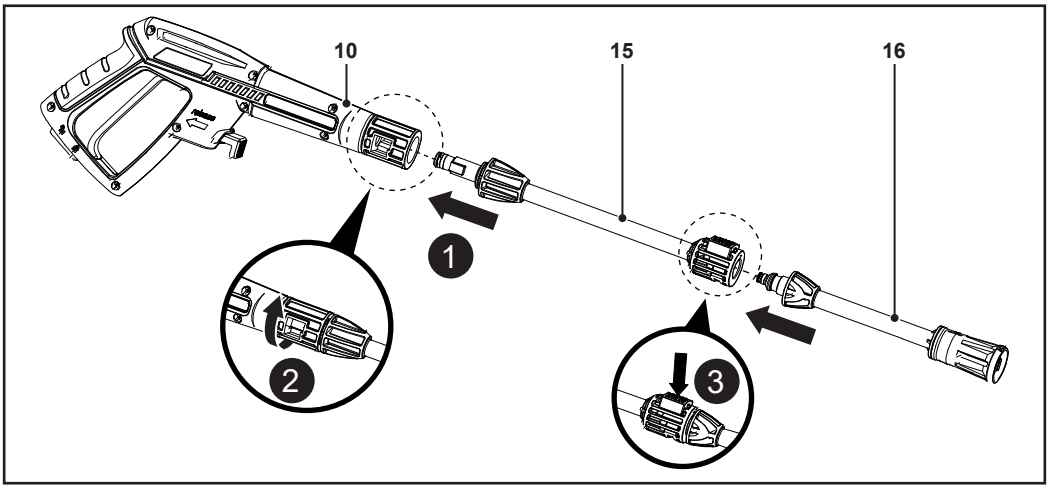

Fig. 4
1. Introdu lancea (15), duza reglabilă (16), duza rotativă (17) sau recipientul de detergent (20) în pistolul cu declanșator (10) (fig. 4, pasul 1). Proeminențele de pe lance, duza reglabilă, duza rotativă sau recipientul de detergent trebuie să intre în canelurile de pe pistolul cu declanșator.
2. În timp ce apeși ferm lancea (15), duza reglabilă (16), duza rotativă (17) sau recipientul de detergent (20) în pistolul cu declanșator (10), rotește accesoriul respectiv în sens orar pentru a-l fixa bine în poziție (fig. 4, pasul 2).
3. Introdu duza reglabilă (16), duza rotativă (17) sau recipientul de detergent (20) în lance (15) (fig. 4, pasul 3). Duza reglabilă, duza rotativă sau recipientul de detergent se fixează în poziție cu un clic.